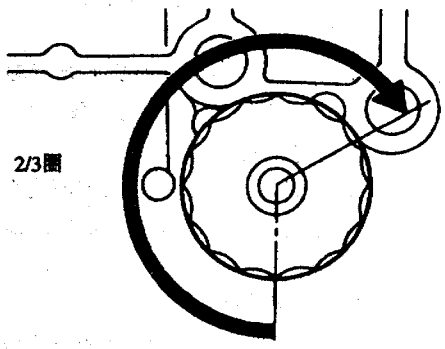

图 2－4－3　拧紧机油滤清器
(1) 放掉旧机油后用工具拆下旧机油滤清器。
(2) 在安装新的机油滤清器之前，清洁缸体上机油滤清器安装表面，并将适量的新机油涂在新机油滤清器的橡胶密封圈上。
(3) 旋进机油滤清器直到有轻微的阻力，然后再向里拧 2/3 圈以上，如图 2－4－3 所示。